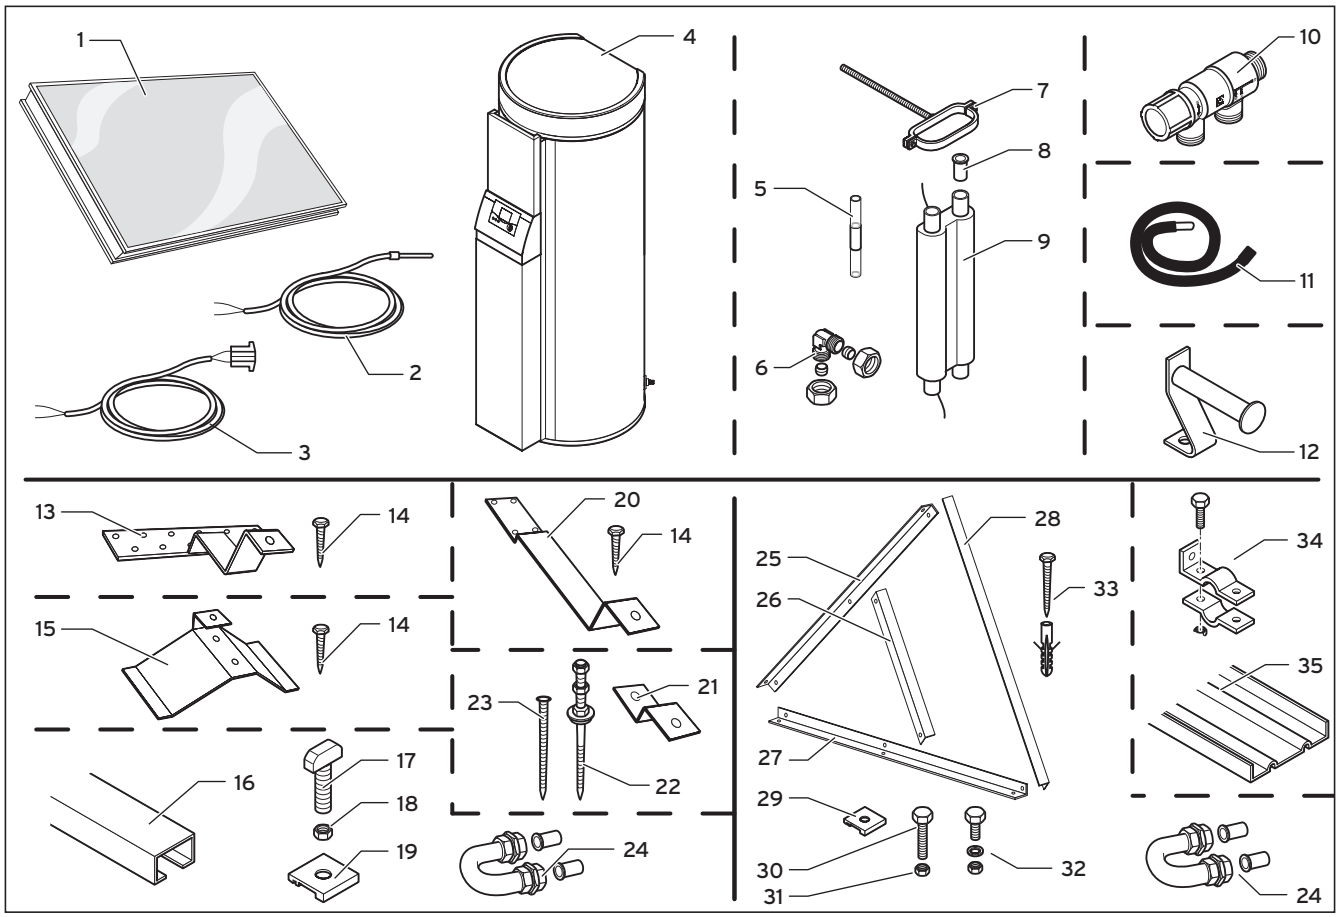

Fig. 2.1 Colisage et accessoires du système auroSTEP
* Ce kit comprend en outre les pos. 1 à 4 (voir fig. 2.1)